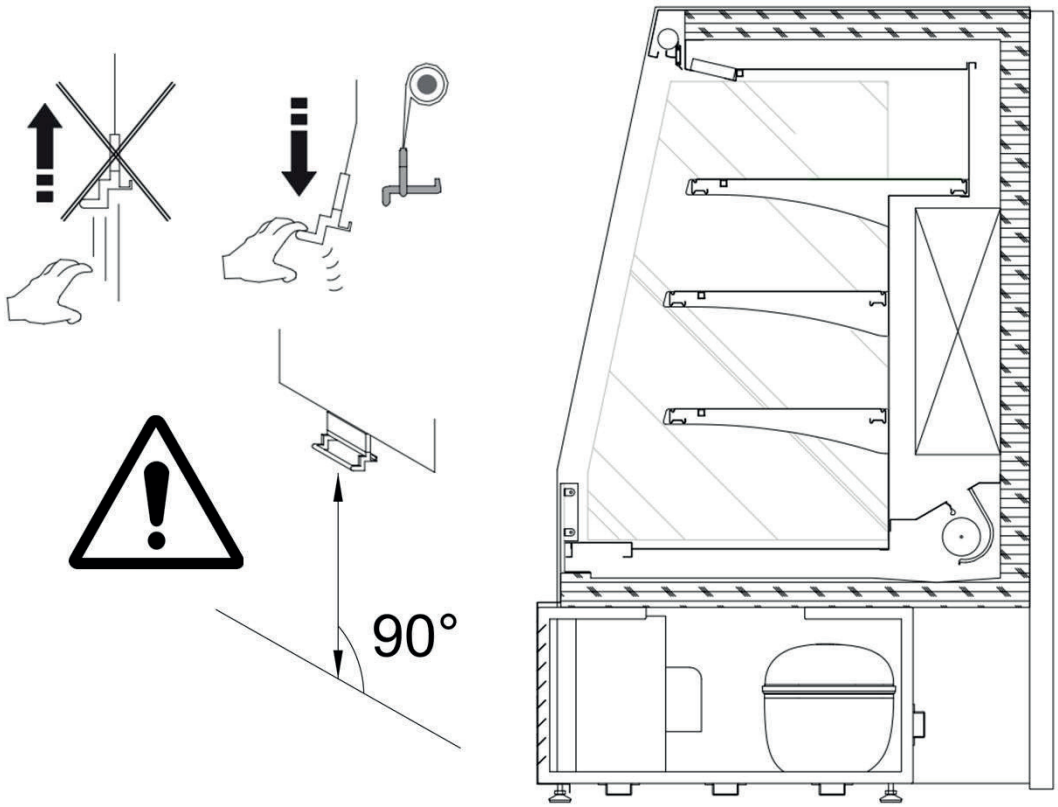

fig. 15
- Aprire / chiudere la tendina come rappresentato in fig. 15.